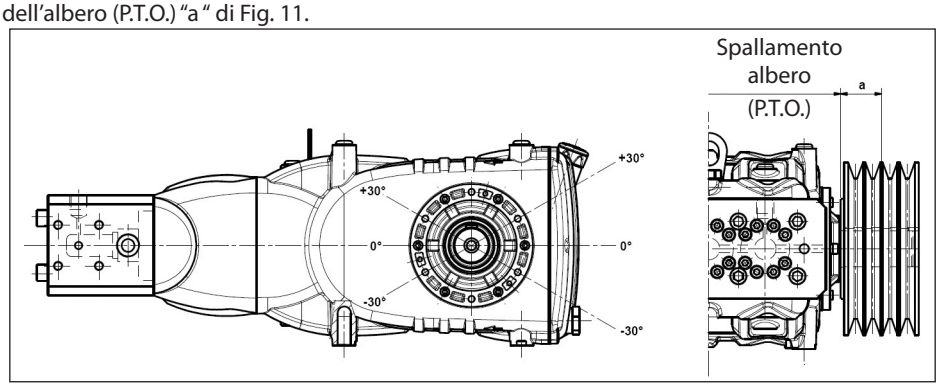

Fig. 11
Il carico radiale sull'albero non deve essere superiore a 7500 N (valore necessario per la definizione del Lay-out). La trasmissione è considerata adeguata se tale carico è applicato ad una distanza massima **a=40 mm** dallo spallamento dell'albero (P.T.O) come indicato in Fig. 11.
b) Utilizzare cinghie ad alto rendimento - per esempio **XPB** invece di **SPB** - in quanto risulterà necessaria una quantità inferiore di cinghie a parità di potenza trasmessa ed una conseguente distanza inferiore della risultante rispetto allo spallamento dell'albero (P.T.O.) "a " di Fig. 11.
e) Seguire la direzione del tiro cinghia come indicato in Fig. 11 per esigenze diverse contattare l'***Ufficio Tecnico*** o ***Servizio Assistenza Clienti***.